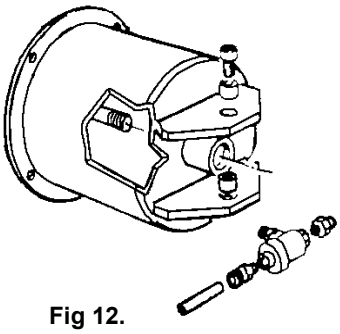

Fig 12.
g. For cleaning or replacing the silencer of bead breaker , see fig.12 and proceed as shown on previous point 1 and 3.